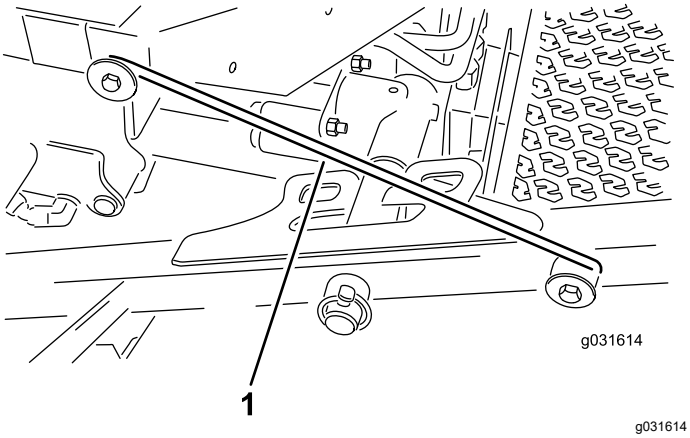

图 32
4. 从承载架固定器上松开闩锁杆图 32。
5. 提起前剪草刀盘的外侧将闩锁放到安装在操作员平台前部的机架销上图 32。